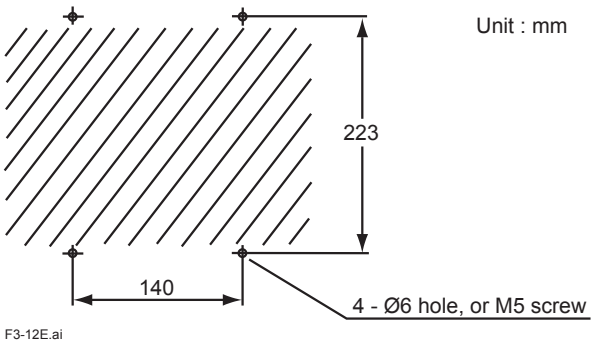

Figure 3.11 Mounting holes
(1) Make a hole in the wall as illustrated in Figure 3.11.
(2) Mount the flow setting unit. Remove the pipe mounting parts from the mount fittings of the flow setting unit and attach the unit securely on the wall with four screws.